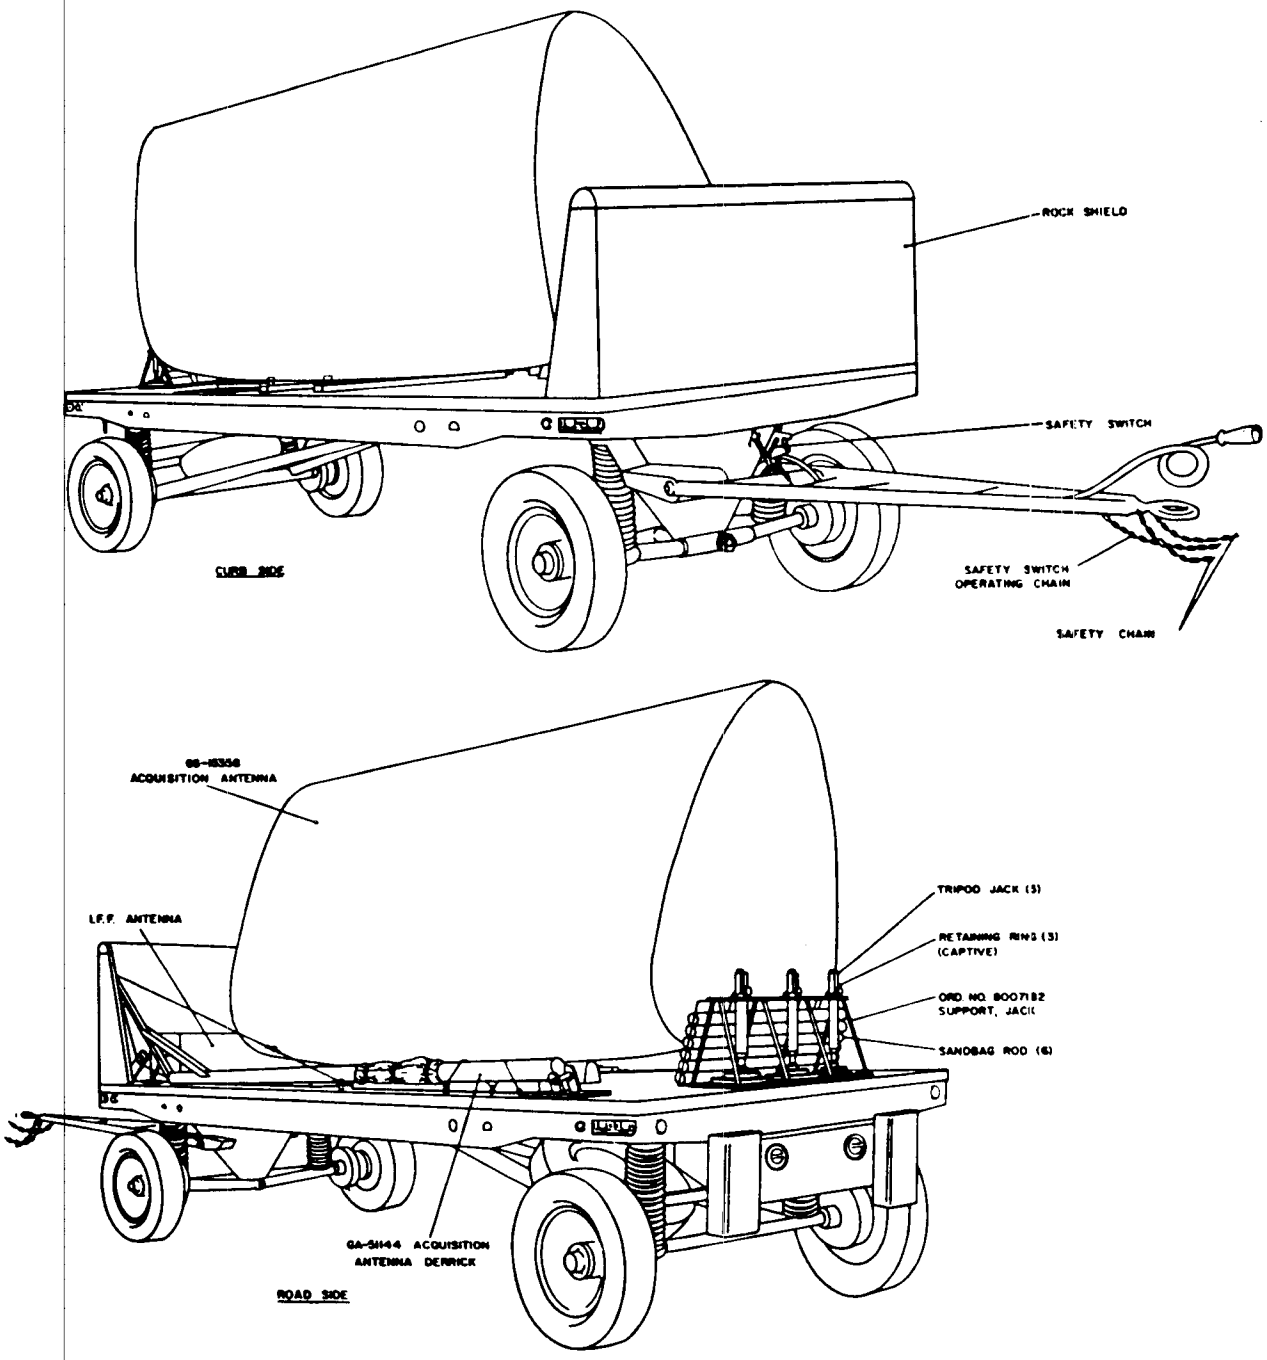
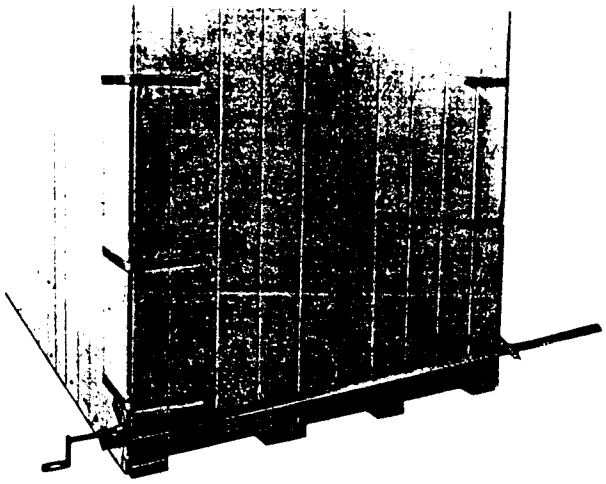

*Figure 191. Acquisition antenna trailer.*
*Figure 192. Acquisition radar shipping container.*
This drill for emplacing the acquisition radar and the maintenance and spares trailer requires 1 NCO in charge (CS), a driver for each prime mover, and 8 men. Some of the components of the acquisition radar are transported in the maintenance and spares trailer during march order. Therefore, the acquisition radar should be emplaced before the maintenance and spares trailer is emplaced. The acquisition antenna is transported on the acquisition antenna trailer (fig. 191). Unless more permanent provisions are made, sandbags must be placed on each of the three mounting legs to stabilize the emplaced antenna. Some units may not have a maintenance and spares trailer or acquisition antenna trailer. The components of the acquisition radar will then come packaged separately (fig. 192). In this case, the procedure for emplacement and march order will vary only in the location of the components and removing the antenna from its container.